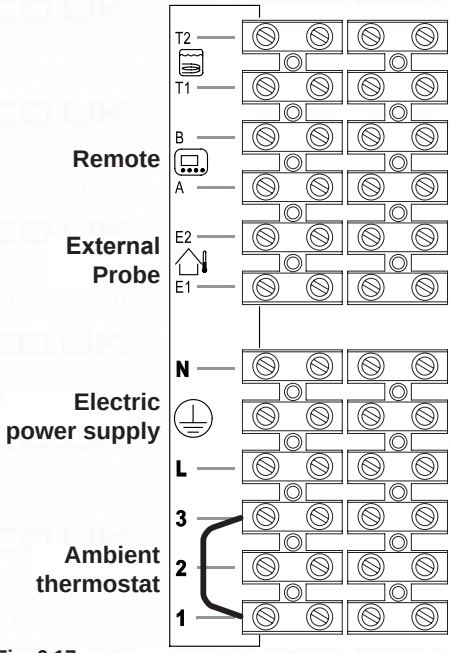
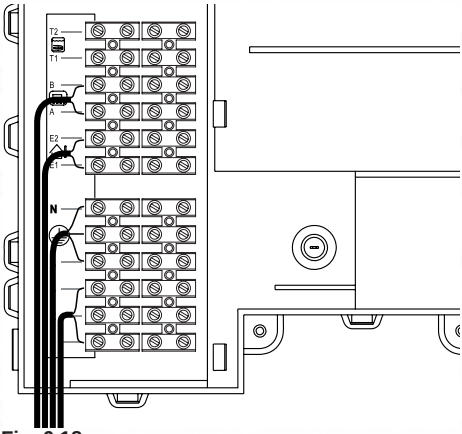

Fig. 6.17
Fig. 6.18
- Connect the electric power supply cable coming from the fused spur isolation switch to the power supply terminal block of the boiler Fig. 6.17 keeping the same connections for the live (brown wire) and the neutral (blue wire). External 3A fuse or fused plug with same current rating is recommended.
The route of the boiler and ambient thermostat's electric power supply cable or wires must follow the route indicated in Fig. 6.18.
Use the clamps indicated in Fig. 6.17 to connect the ambient thermostat.
Use the ambient thermostat's clamps indicated in Fig. 6.17 and Fig. 6.18 to connect the zone valve Insert the electric cables of the zone valve's micro switch contacts in clamps “1 and 3” of the ambient thermostat's terminal block as in Fig. 6.18.
The route of the external probe's connection wires must follow the route indicated in Fig. 6.18.
The route of the remote control cable must follow the route indicated in Fig. 6.18.